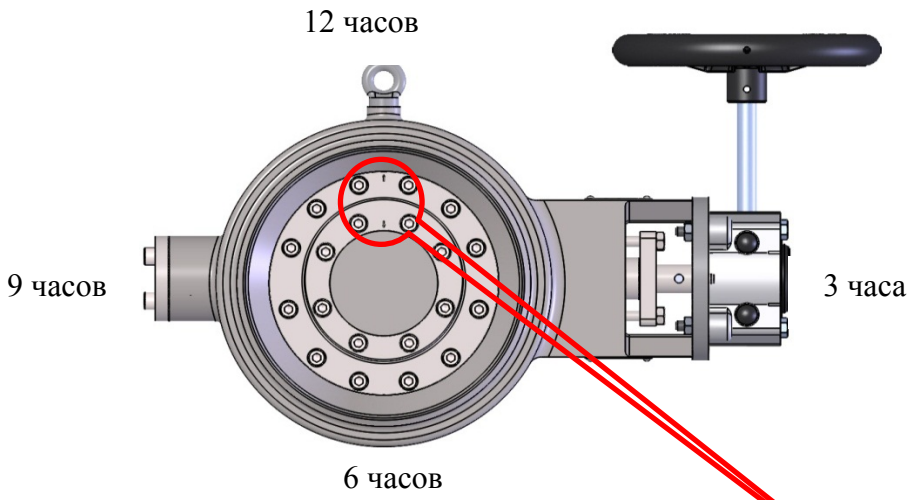

Рис. 8
Клапан Tomoe Tritec отличается заменяемыми по месту седлом (Поз. 3) и уплотнением диска (Поз. 6). Замена седла и уплотнения не требует специального инструмента и возврата клапана на завод. Элементы обработаны с соответствующей точностью и могут заменяться независимо или в паре. Из-за геометрии клапана элементы должны быть установлены с правильной радиальной центровкой. Седло (Поз. 3), стопорное кольцо седла (Поз. 4), уплотнение диска (Поз. 6), корпус (Поз. 1) и диск (Поз. 2) имеют центровочные стрелки в одном и том же положении. Для центровки элементы маркированы в положении 12 часов (см рис. 8 и 8а).
c. Установить прокладку уплотнения диска и уплотнение диска, убедившись, что знак центровки на каждом элементе находится в правильном положении по отношению к корпусу клапана. (см. рис. 8а)
g. Поместить один палец на седло в позиции 6 часов как показано. (см. рис. 8 и 9)
Рис. 8а